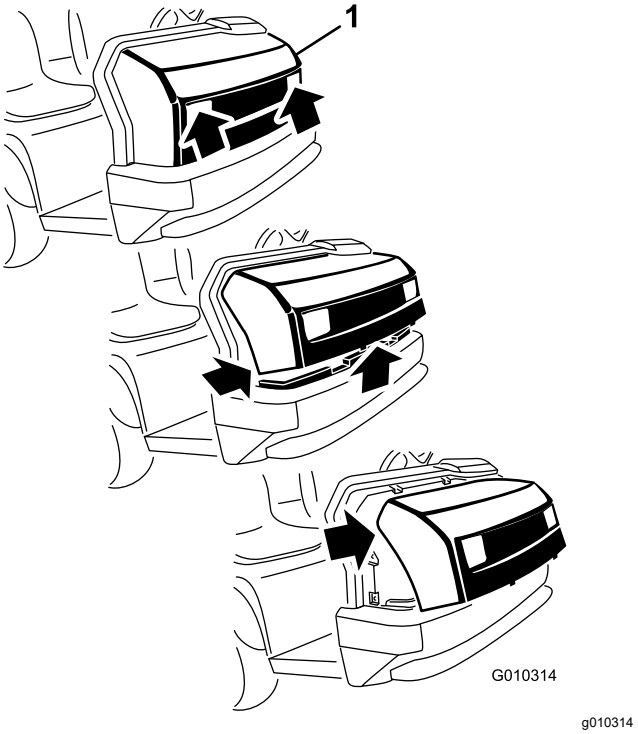

Bild 28
1. Fassen Sie die Motorhaube in den Scheinwerferöffnungen an und heben sie an, um die unteren Befestigungsnasen aus den Rahmenschlitzen zu heben (Bild 28).
2. Drehen Sie die Unterseite der Motorhaube nach oben, bis Sie die oberen Befestigungsnasen aus den Rahmenschlitzen ziehen können (Bild 28).
3. Drehen Sie die Oberseite der Motorhaube nach vorne und ziehen Sie die Kabelanschlüsse von den Scheinwerfern ab (Bild 28).
2. Stecken Sie die oberen Befestigungsnasen in die Rahmenschlitze (Bild 28).
3. Stecken Sie die unteren Befestigungsnasen in die Rahmenschlitze (Bild 28).